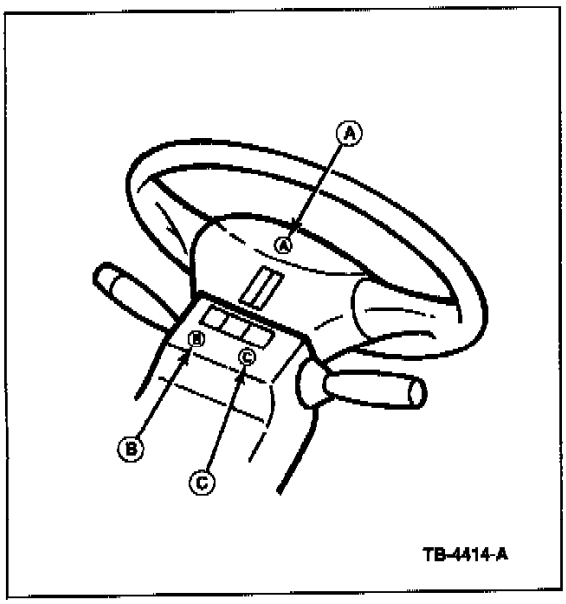

Figure 1
1. Set the front wheels to the straight ahead position. Place a mark on the steering wheel at Point A using tape (Figure 1).
3. Drive the vehicle on a straight road for approximately 0.40 km (1/4 mile). Check and mark the steering column at Point B using tape (Figure 1).
5. Drive the vehicle on a straight road for approximately 0.40 km (1/4 mile). Check and mark the steering column at Point C using tape (Figure 1).